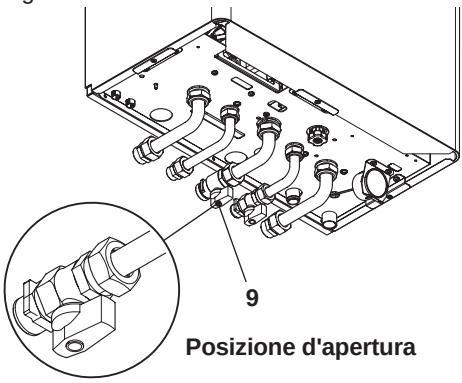

Figura 6.1
- Aprire il rubinetto del contatore gas e quello della caldaia 9 in Figura 6.1.